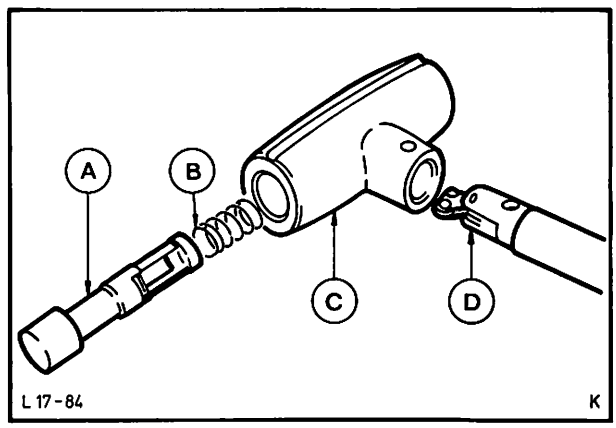

Abb. 122 Wählhebelgriff (Linkslenker)
3. Inbusschraube am oberen Ende des Wählhebelgriffes herausdrehen und Wählhebelgriff abziehen. Drucksperrknopf entfernen. Abb. 122.